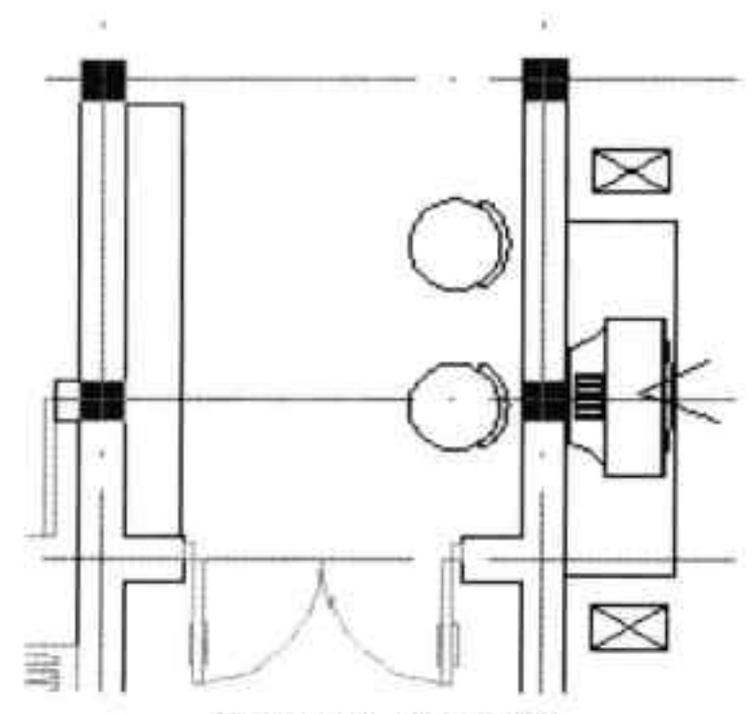

图18-84 布置玄关
Step15 使用直线命令绘制鞋柜。在“天正图库管理系统”对话框中，选择座椅图块，插入玄关合适位置，如图 18-84 所示。